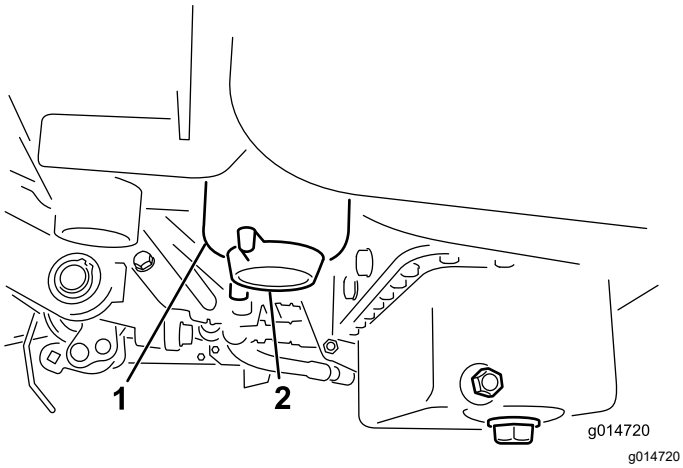

Figuur 36
3. Open de aftapplug op het brandstoffilter ongeveer één slag en tap eventueel water af (Figuur 36).